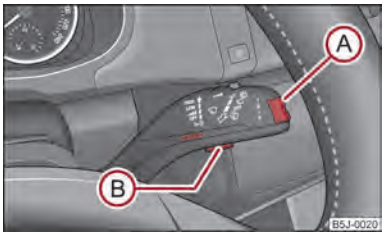

Fig. 7 Display informazioni: Comandi
– Il **Main menu (menu principale)** si attiva premendo il tasto a bilico Ⓐ ⇒ fig. 7 per più di 1 secondo.